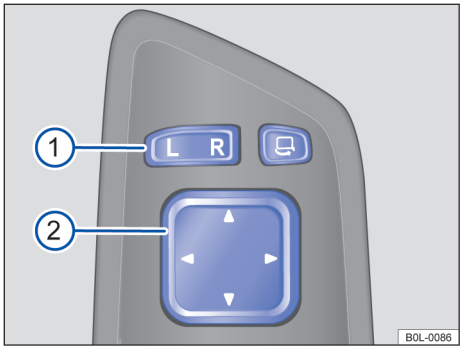

图 71 驾驶员侧车门：车外后视镜操作元件
– 将驾驶员车门上的选择按钮 →图 71 ① 按压至所需位置。
– 沿符号方向将调节按钮 ② 向前、后、左或右按压，即可将后视镜调整至合适位置。